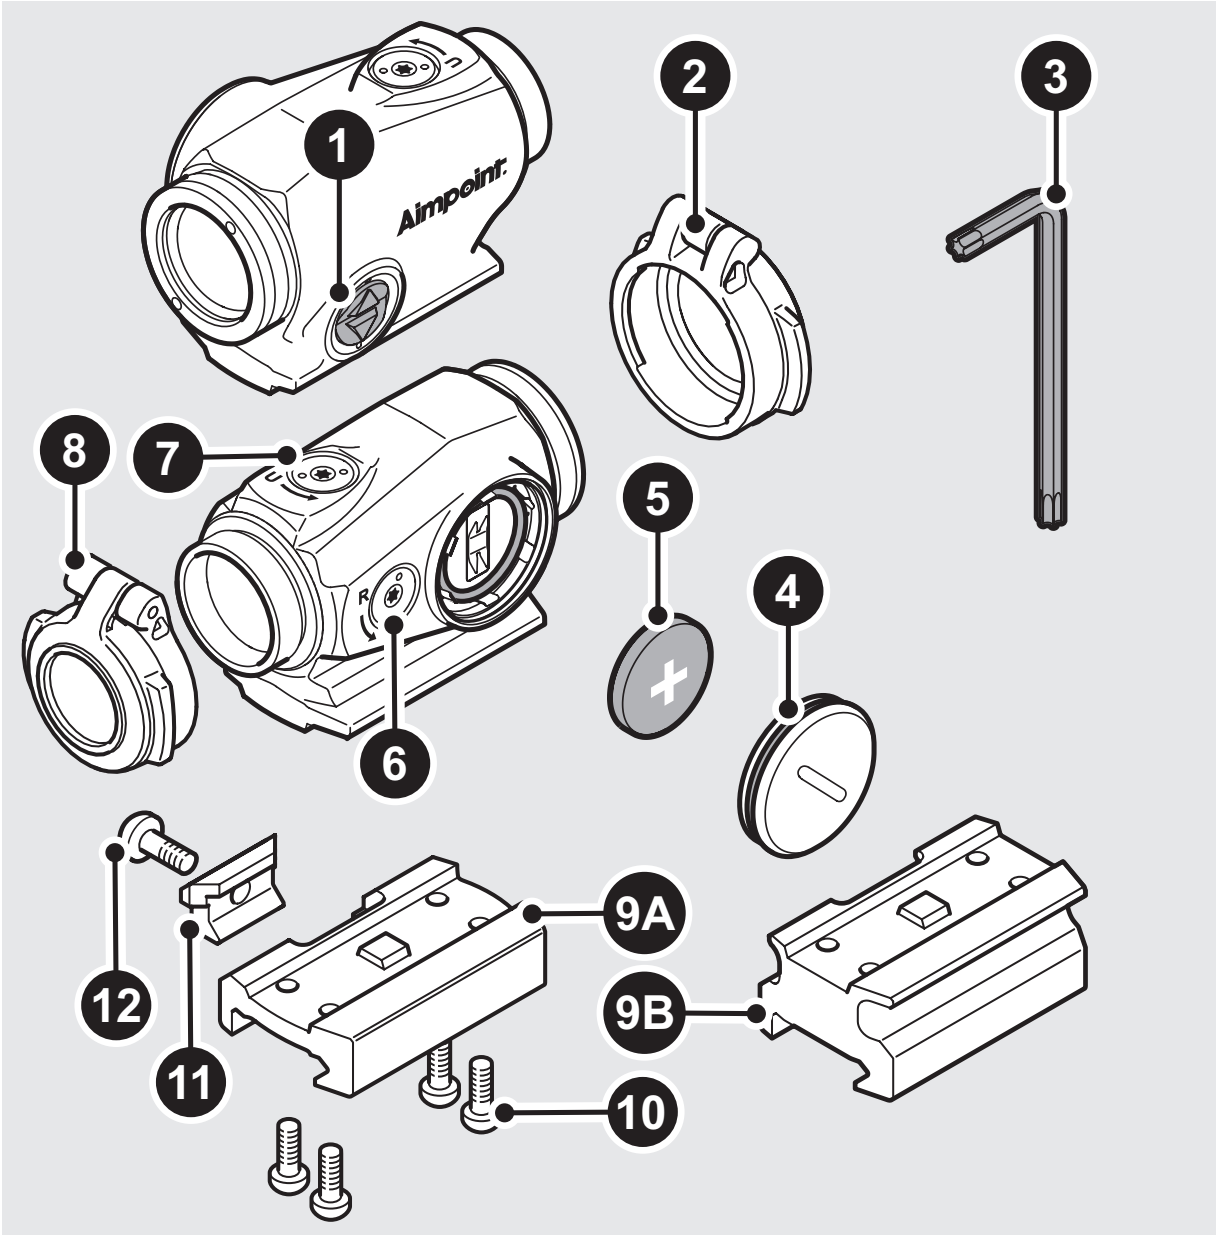

Fig. 1 Visión general
c Inserte la batería (5) con el polo positivo (+) en dirección a la tapa de la batería (4) como se observa en la Fig. 1.